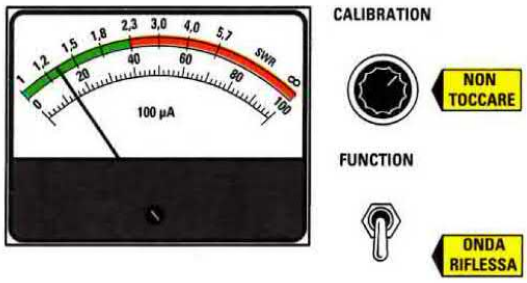

Fig.13 Senza più toccare il potenziometro R5, commutate il deviatore S1 su onda Riflessa e poi osservate in quale posizione si ferma la lancetta del tester.
- Se invece la lancetta del tester si posiziona sull'**inizio** scala (vedi fig.13), i due fili risultano collegati **correttamente**.
Ottenuta questa condizione, spostate la **leva** del deviatore **S1** sulla posizione **onda riflessa** e verificate su quale posizione si ferma la lancetta dello strumento (vedi fig.13).
Guardando lo schema elettrico di fig.13 avrete già intuito che il **ponte raddrizzatore** di potenza è composto dai due **SCR** siglati **SCR1-SCR2** e dai due diodi di potenza siglati **DS3-DS4**.